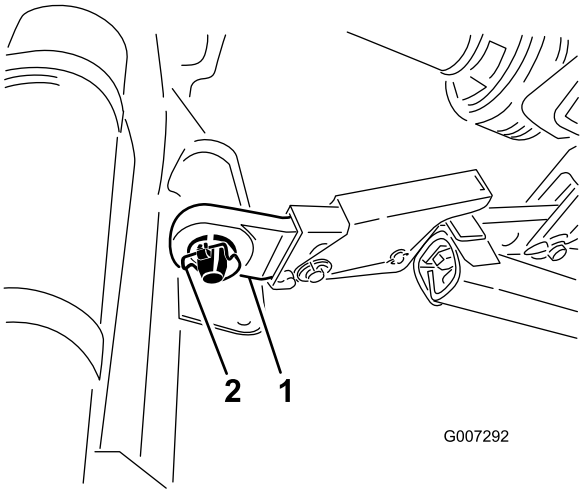

Figuur 4
5. Plaats de linker en rechter verbindingsarmen op de koppelingspennen (Figuur 4).
6. Zet de onderste verbindingsarmen met lynchpennen vast op de koppelingspennen (Figuur 4).